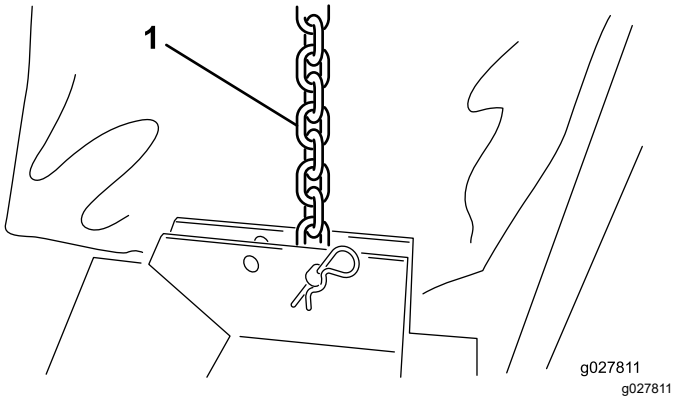

Рисунок 3
3. Подсоедините каждую подъемную цепь к соответствующему кронштейну деки с помощью шплинтуемого штифта и игольчатого шплинта (Рисунок 3).